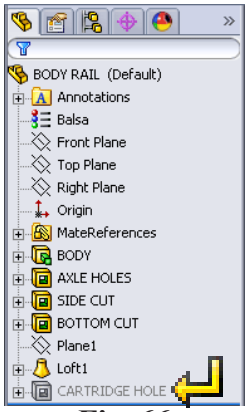

Fig. 66
Step 1. In the Feature Manager move the suppressed **CARTRIDGE HOLE** below Loft1 feature, **Fig. 66**. To move the feature, drag **CARTRIDGE HOLE** down, when the yellow pointer is over Loft1 release.